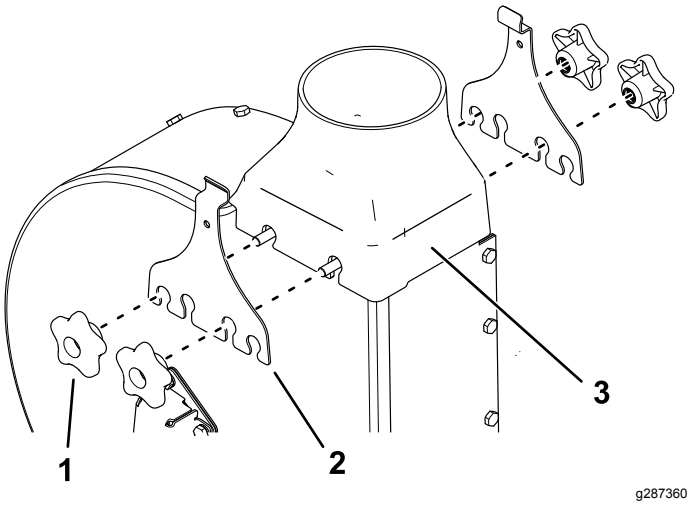

Figura 3
3. Retire los 4 pomos, las 2 pletinas de sujeción del soplador y la transición del soplador del conjunto del soplador (Figura 3).